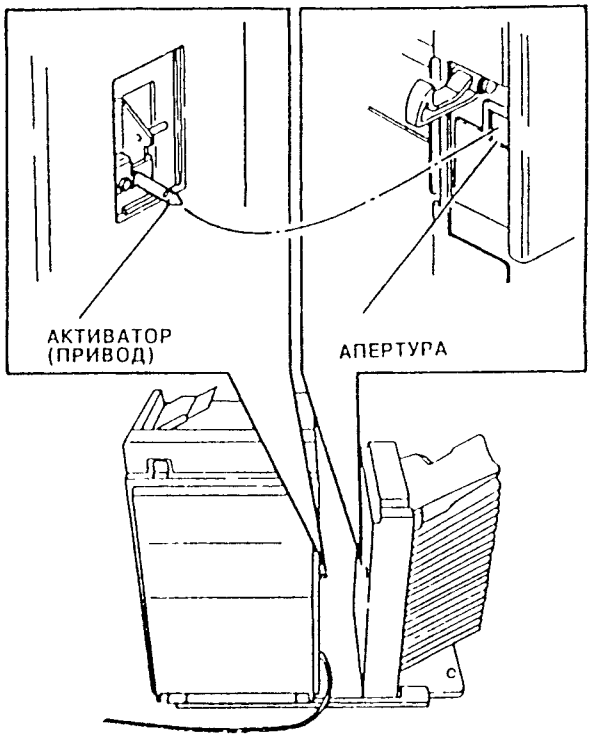

Рис. 2. Расположение элементов
5. Проверьте, что привод блокировочного выключателя [illegible] в апертуру блокировочного выключателя, не цепляясь за окружающие металлические элементы (Рис. 2).